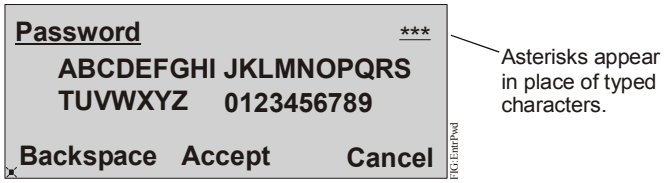

Figure 12: Password Entry Page
1. Press the Escape or Enter key. The Password page appears (Figure 12).